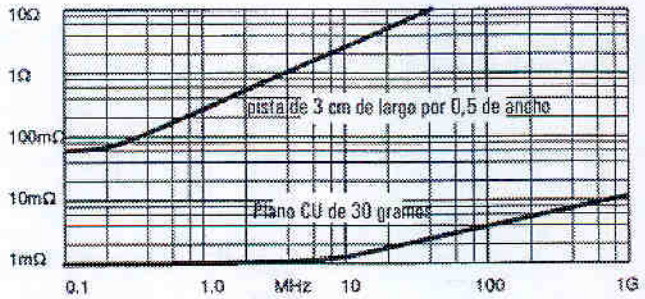

Figura 5.12 Impedancia del plano de masa en función de la pista
- Plano metálico: Tiene mucha menor inductancia que la varilla. Figura 5.12.